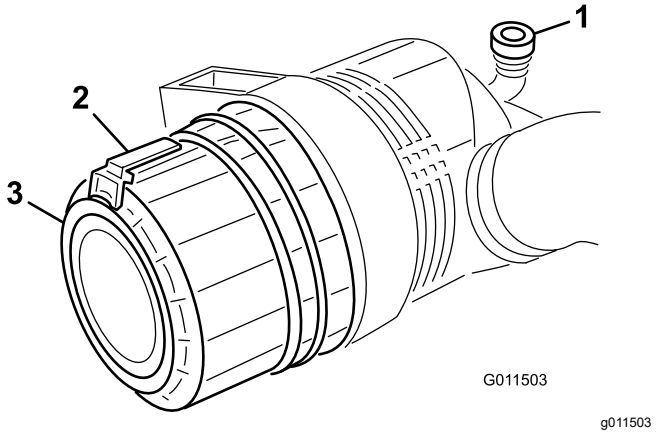

Figuur 85
2. Trek de vergrendeling naar buiten en draai het luchtfilterdeksel linksom (Figuur 85).